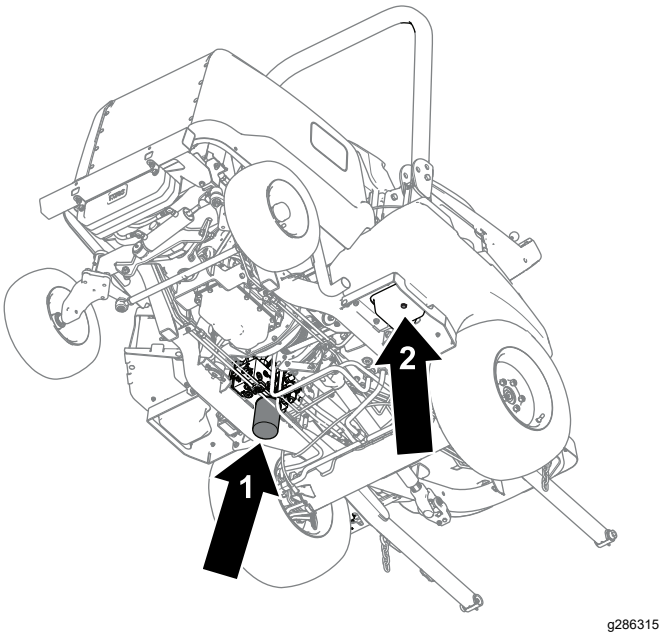

Figur 81
4. Fjern aftapningsproppen (Figur 81) fra bunden af tanken, og lad hydraulikolien løbe ned i bakken.
6. Anbring en drænbakke under filteret (Figur 81), fjern filteret, og lad resterende olie løbe ned i bakken.